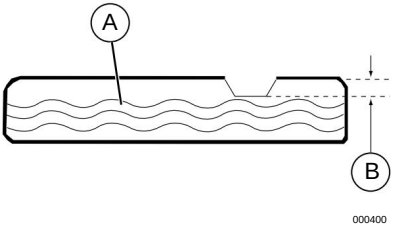

Figura 2-10. Añadir combustible
4. Añada lentamente el combustible recomendado (A). No llene el depósito en exceso (B). Consulte la *Figura 2-10.*